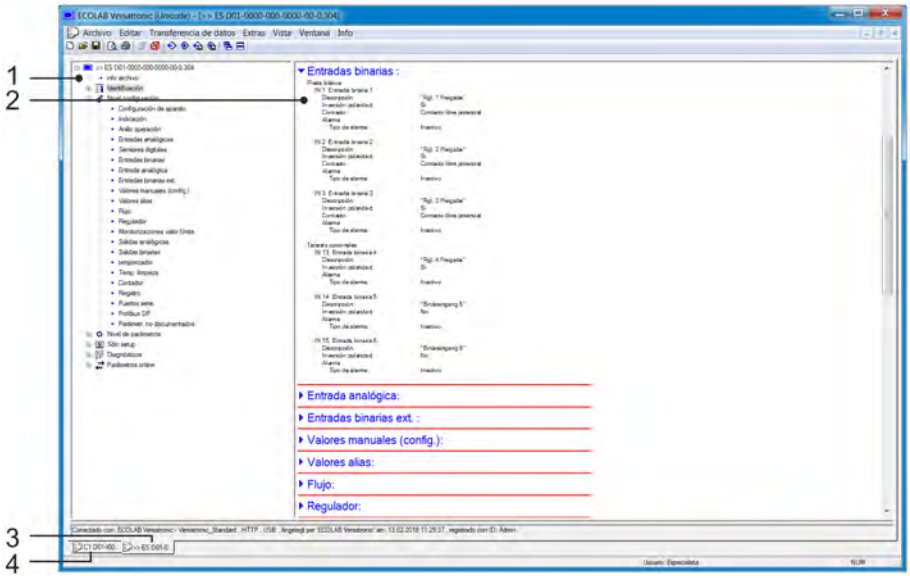

Fig. 104: Editar el archivo de instalación
1. Situar el puntero del ratón entre dos grupos de símbolos (véase Fig. 104 .)